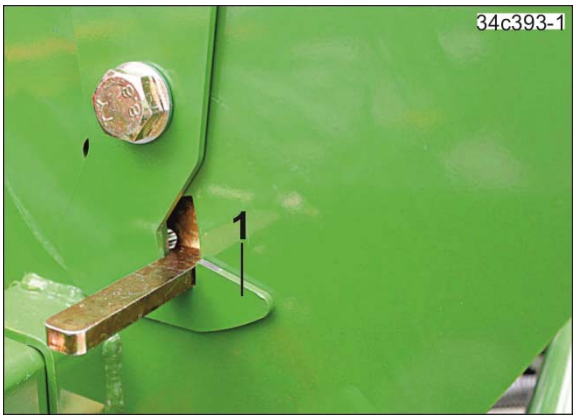

Fig. 111
2. Darauf achten, dass der Riegel (Fig. 111/1) einrastet.